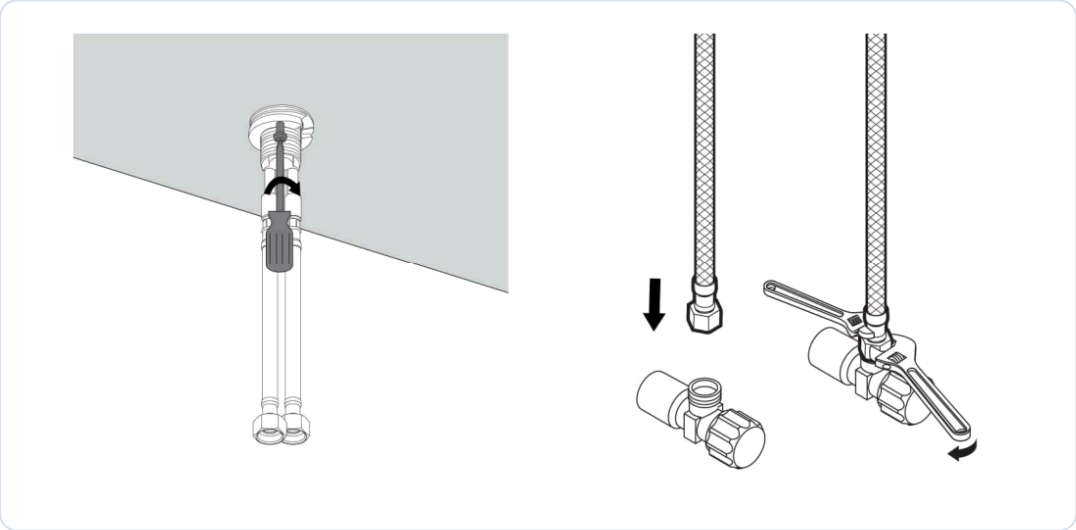

Rys. 6. Dokręcanie mocowania (z lewej) i przykręcanie wężyków do zaworów kątowych (z prawej)
Od dołu załóż na gwint korpusu podkładkę gumową, a następnie metalową i nakręć nakrętkę dociskową. Dokręć mocowanie wkrętakiem (rys. 6, z lewej), aż korpus przestanie się obracać.
Wkręć wężyki podłączeniowe do zaworów zasilania (rys. 6, z prawej): wężyk wody ciepłej do zaworu po lewej, zimnej – po prawej. Dokręć ręką i dociągnij kluczem z wyczuciem.
- wężyki muszą być ułożone łagodnie – bez skręcania i załamań (rys. 6 i 7),